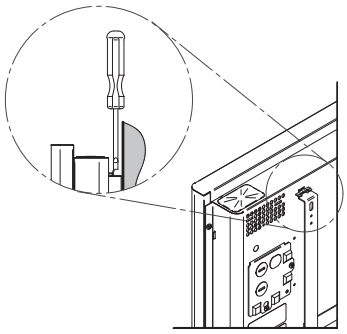

FIGURE 7
1. Appuyez sur chaque ressort à l'aide d'un tournevis. (FIGURE 7)